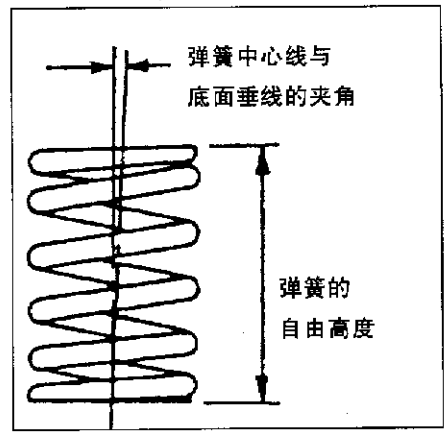

图2-1-19
(1)测量弹簧自由高度，如图2-1-19所示。若超过极限值时应更换。标准值：51.0mm；使用极限值：50.0mm。
(2)测量弹簧中心线与底面的垂直度，如图2-1-19所示。倾斜超过极限时应进行更换。标准值：2°以下；使用极限值：最大4°。